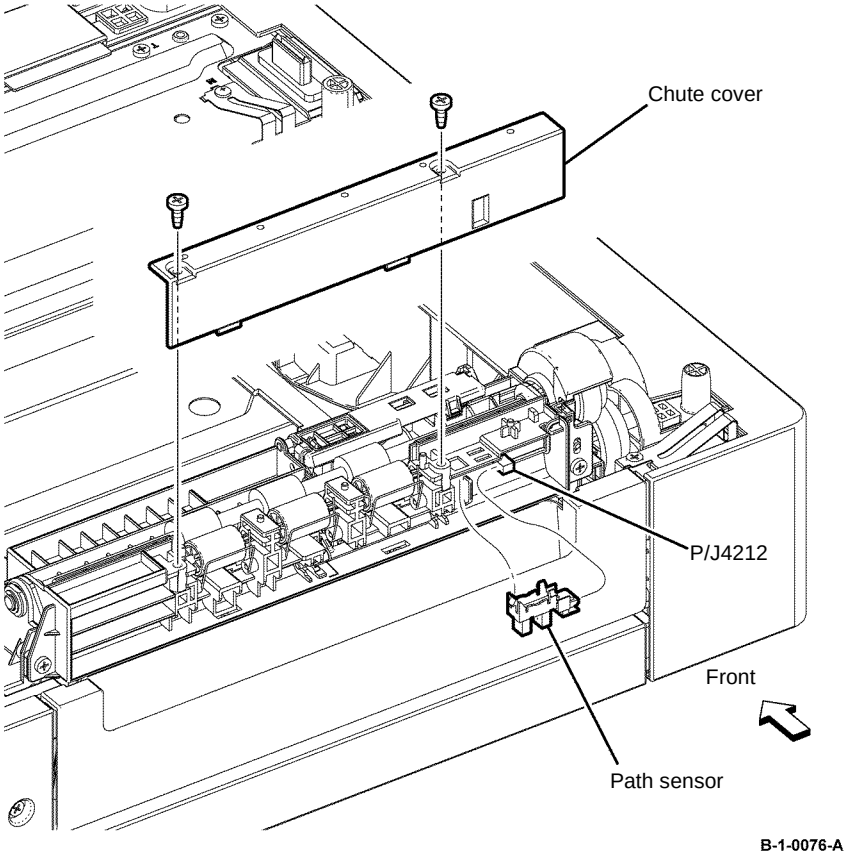

Figure 1 Option feeder path sensor removal
2. Remove two screws (silver, tapping, 8mm), then remove the chute cover, Figure 1.
3. Disconnect PJ4212, then remove the option feeder path sensor, Figure 1.